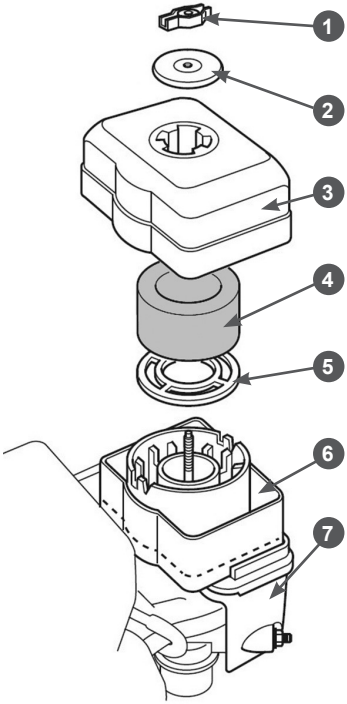
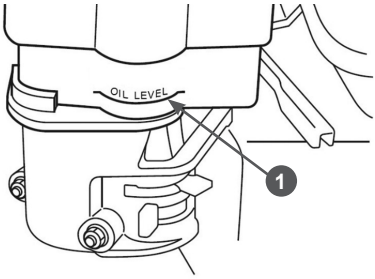

Рис. 10 Подготовка воздушного фильтра
Рис. 11 Уровень масла в масляной ванне воздушного фильтра
1. Открутите барашковую гайку 1, снимите шайбу 2 и крышку 3 воздушного фильтра (Рис. 10).
2. Извлеките из крышки 3 воздушного фильтра поролоновый фильтрующий элемент 4 (Рис. 10).
4. Залейте в масляную ванну 6 (Рис. 10) чистое моторное масло до отметки 1 «OIL LEVEL» на корпусе масляной ванны (Рис. 11).
2. Открутите барашковую гайку 1, снимите шайбу 2 и крышку 3 воздушного фильтра (Рис. 10).
3. Извлеките из крышки 3 воздушного фильтра поролоновый фильтрующий элемент 4 и проверьте его целостность и чистоту (Рис. 10). При обнаружении повреждений фильтрующий элемент необходимо заменить. При наличии загрязнений поролонового фильтрующего элемента необходимо провести его очистку. Подробнее в разделе ОБСЛУЖИВАНИЕ ВОЗДУШНОГО ФИЛЬТРА.
5. Проверьте уровень масла в масляной ванне, уровень масла должен быть по отметку «OIL LEVEL» на корпусе масляной ванны (Рис. 11). При необходимости, долейте в масляную ванну чистое моторное масло до требуемого уровня.